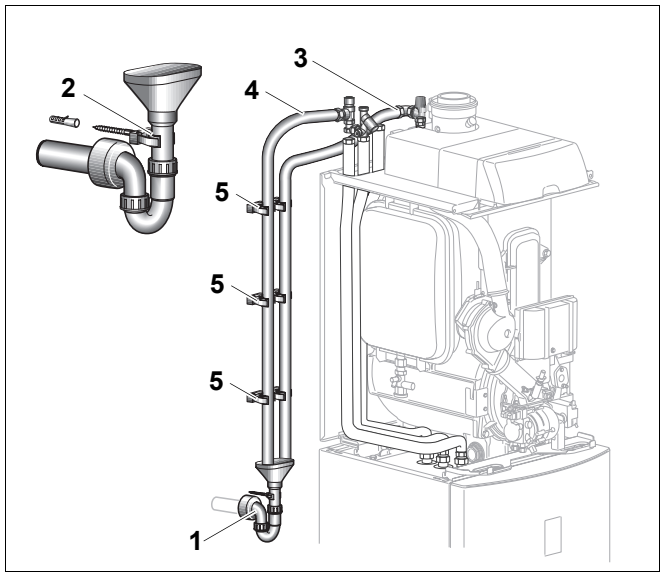

Rys. 33 Montaż syfonu z lejkiem
- Naścienne zamocowanie rury (rys. 33, **poz. 2**) syfonu z lejkiem (rys. 33, **poz. 1**) zamocować na ścianie za pomocą kołka i wkrętu.
- Przykręcić przyłącze syfonu (rys. 33, **poz. 1**) do rury odpływowej.
- Zamontować syfon z lejkiem (rys.33,poz.1) i rozetą.
- Wczepić syfon (rys. 33, **poz. 1**) w zamocowanie naścienne (rys. 33, **poz. 2**).
- Wąż karbowany z tworzywa sztucznego (rys. 33, **poz. 3**) podłączyć do grupy bezpieczeństwa (po stronie obiegu grzewczego) i zabezpieczyć obejmą.
- Wąż karbowany z tworzywa sztucznego (rys. 33, **poz. 4**) podłączyć do grupy bezpieczeństwa (po stronie instalacji wodnej) i zabezpieczyć obejmą.
- Przytwierdzić do ściany zamocowania węży (rys. 33, **poz. 5**) za pomocą kołków i wkrętów.
- Węże karbowane z tworzywa sztucznego (rys. 33, **poz. 3, 4**) wpiąć w zamocowania naścienne.